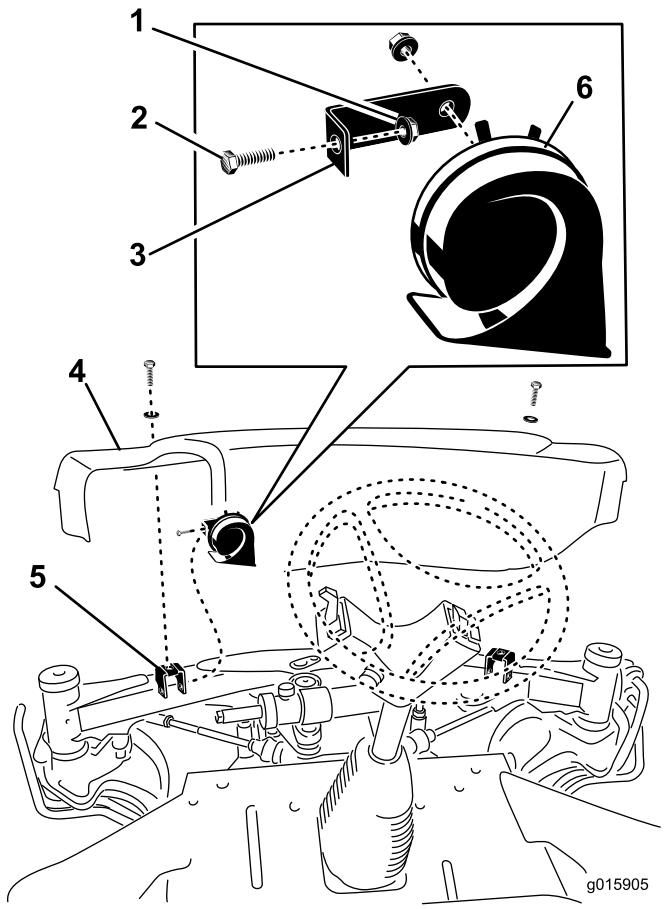

Figuur 8
1. Verwijder de (2) schroeven en ringen waarmee de voorkap aan de beugels van de vooras bevestigd is (Figuur 8). Verwijder de voorkap.
2. Monteer de claxonbeugel op de linkermontagebeugel van de kap met de 5/16 x 3/4 inch schroef en 5/16 inch flensmoer (Figuur 8).
4. Als de kabelboom aangesloten is op de claxon, monteert u de voorkap op de vooras met de (2) schroeven die u eerder verwijderd hebt.